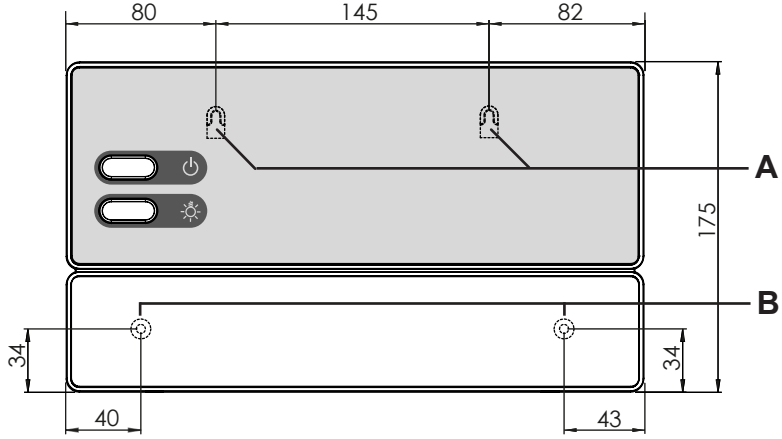

Fig. 2 Position du dispositif de suspension et des ouvertures de montage (mesures en mm)
1. Vissez deux vis cruciformes (16 mm) à une hauteur d'environ 1,70 m jusqu'à obtenir un écartement de 7 mm dans la paroi du sauna. L'espace entre les deux vis doit être de 145 mm (voir **Fig. 2**).
3. Accrochez la commande de sauna à l'aide du dispositif de suspension **A** aux vis cruciformes montées (voir **Fig. 2**).
4. Vissez deux vis cruciformes (16 mm) dans les ouvertures de fixation inférieures **B** (voir **Fig. 2**).